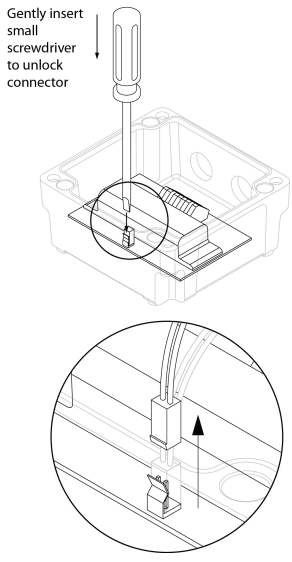

Fig 5 Unlatching the indicator assembly connector using a small screwdriver.
A. Remove the indicator assembly by unscrewing the four captive 'A' screws. Lift the indicator assembly off the back-box and disconnect the two wires from the back-box using a small screwdriver to unlatch the connector locking mechanism as shown in Fig 5.
Unscrew the four captive 'A' screws, lift off the indicator assembly and disconnect the wires from the back-box as shown in fig 5.